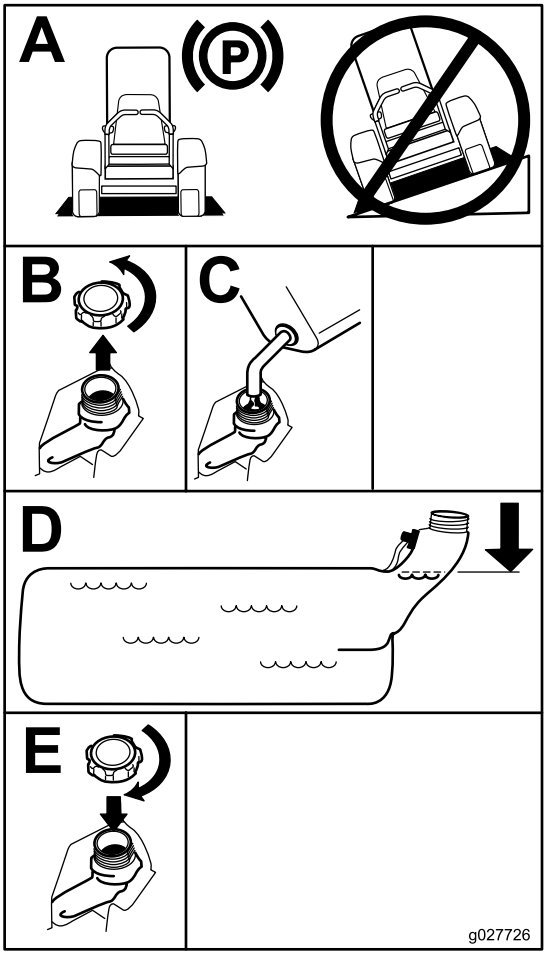

Figur 7
3. Rengjør rundt og ta av lokket på drivstofftanken. Fyll vanlig blyfri bensin på tanken helt til nivået når 6 til 13 mm under bunnen av påfyllingshalsen. Dette tomrommet i tanken gir bensinen plass til å utvide seg. Ikke fyll drivstofftanken helt full; se Figur 7).